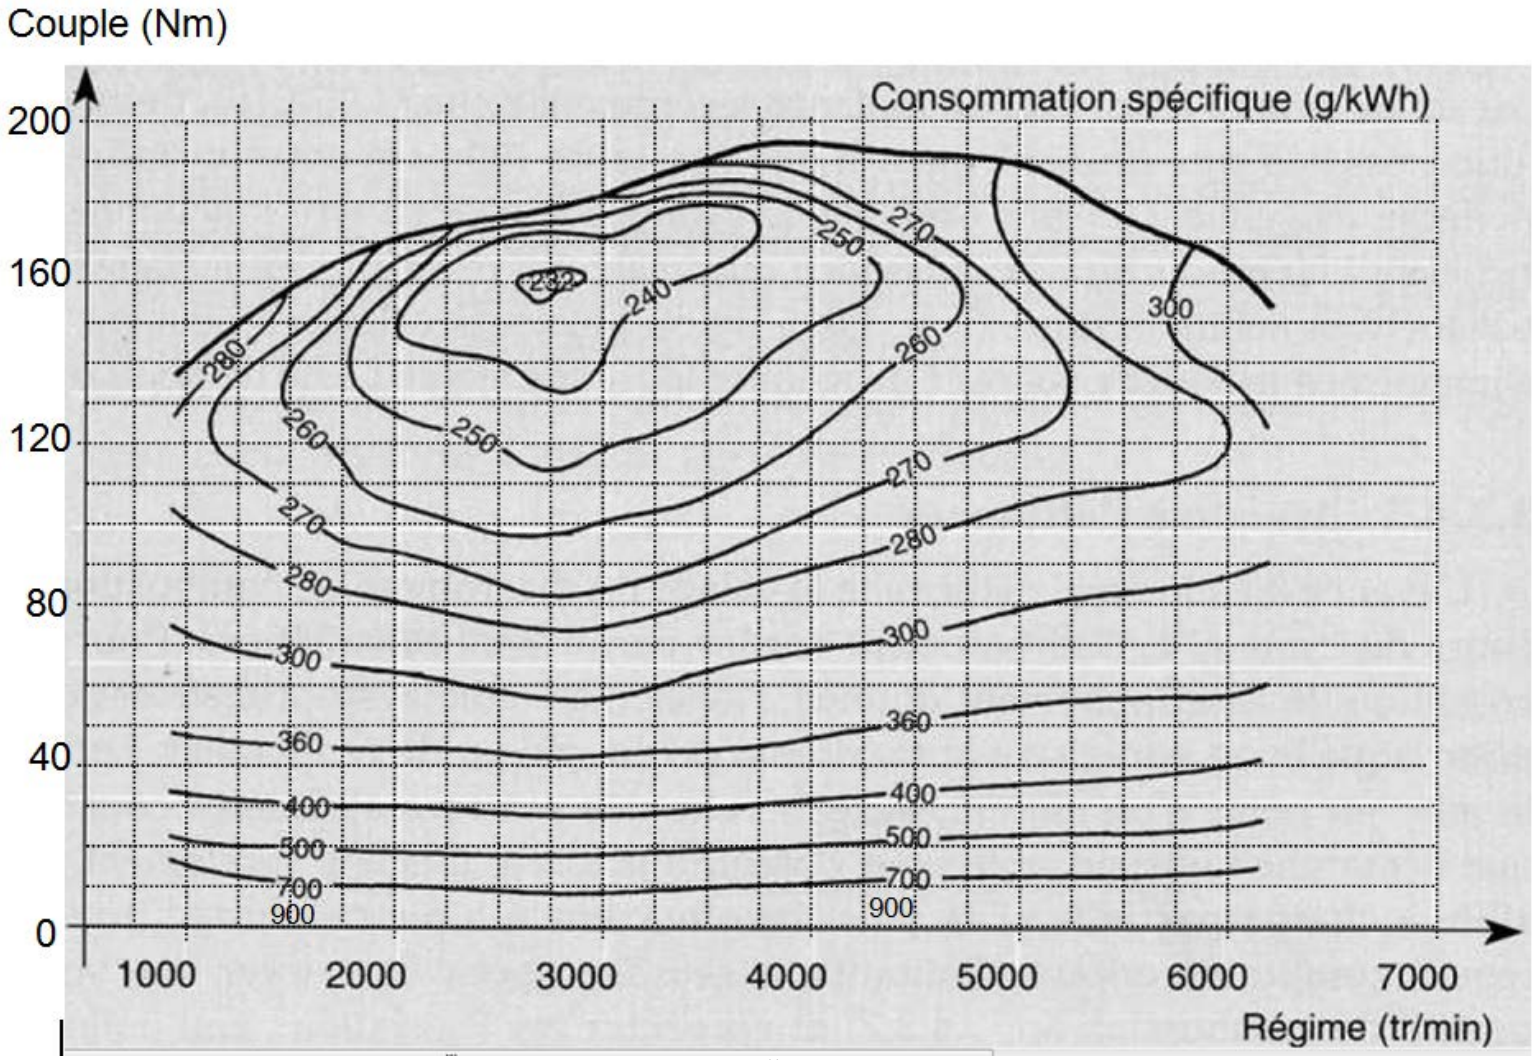

Figure 1: Carte d'isoconsommation
3.4 A partir de la carte d'isoconsommation de la figure 1: